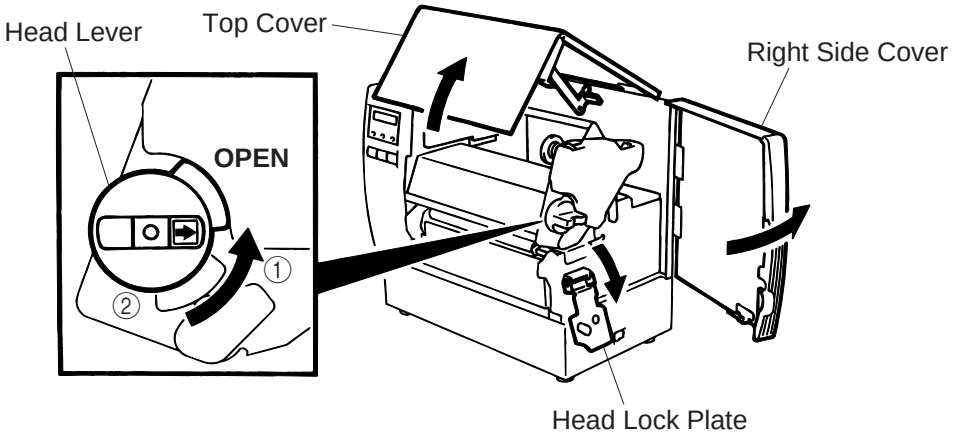

Fig. 7-1
9. Turn the head lever to the proper position depending on the used media. (Refer to Fig. 7-1)
①: Labels or thin tag paper
②: Thick tag paper